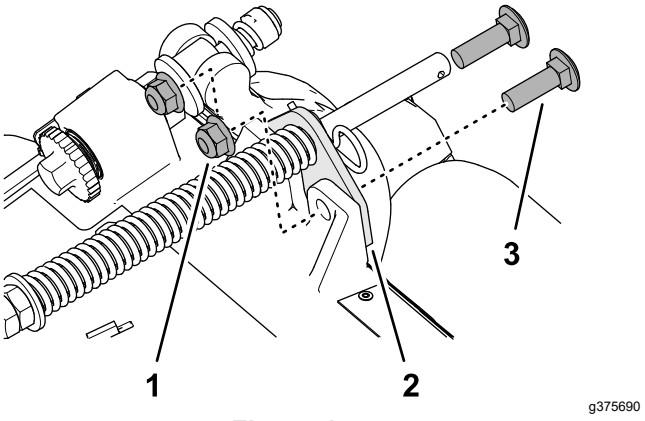

Figuur 17
2. Verwijder de 2 flensborgmoeren (⅜") en 2 slotbouten (⅜" x 1¼") waarmee de gazoncompensatiebeugel bevestigd is aan het frame van de maai-eenheid (Figuur 17).